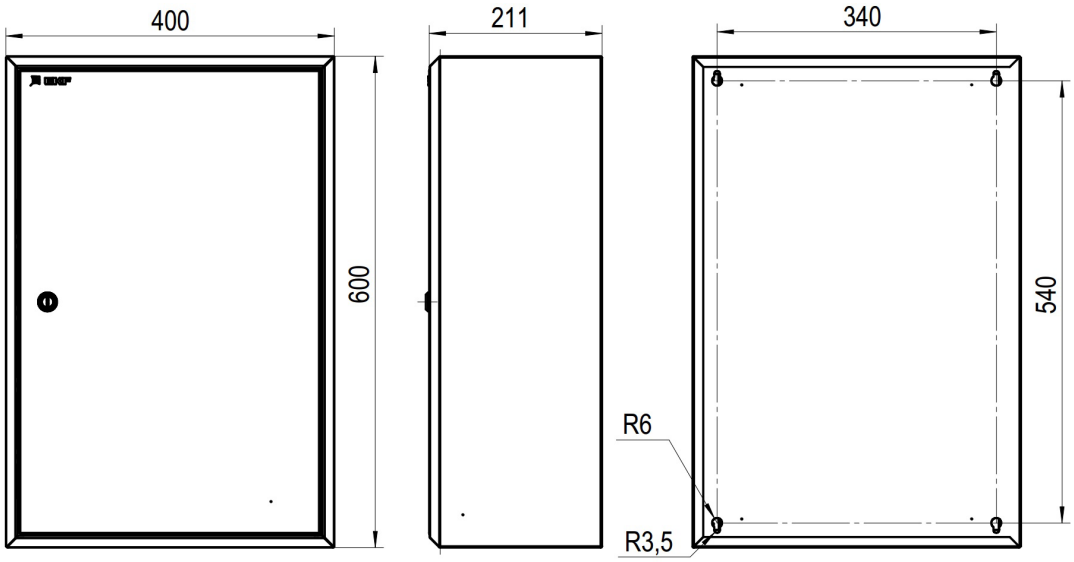
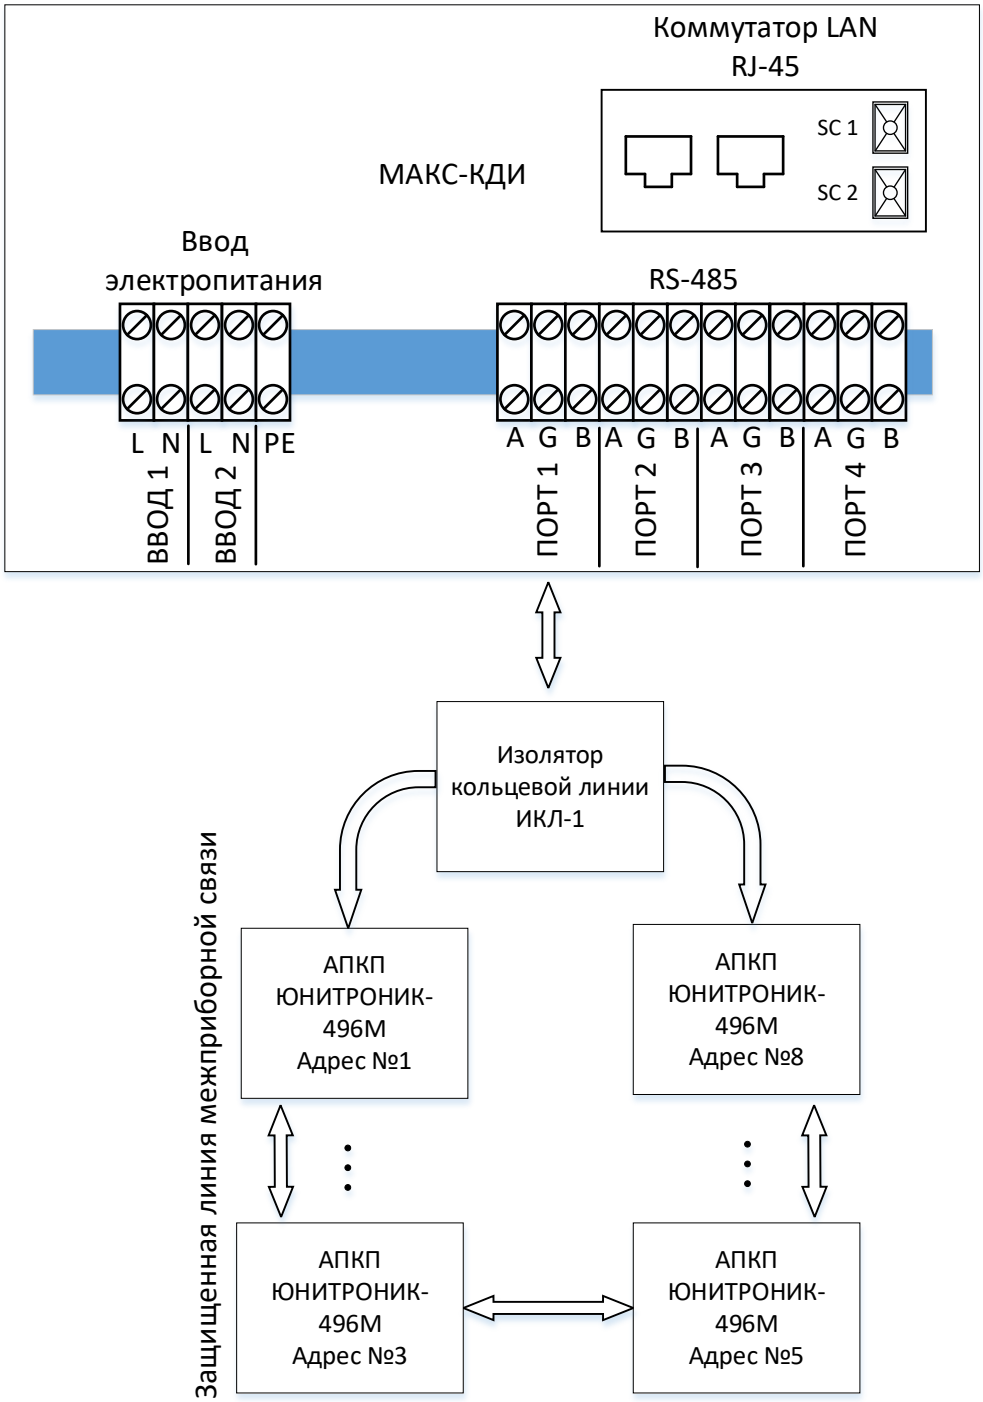

Рис.1. Габаритные и установочные размеры КДИ.
Рис.2. Схема подключения АПКП Юнитроник-496М к КДИ. Изолятор кольцевой линии ИКЛ-1 рекомендуется размещать внутри корпуса КДИ.
2.1.2. Габаритные и установочные размеры КДИ представлены на рис.1, схема подключения на рис.2.